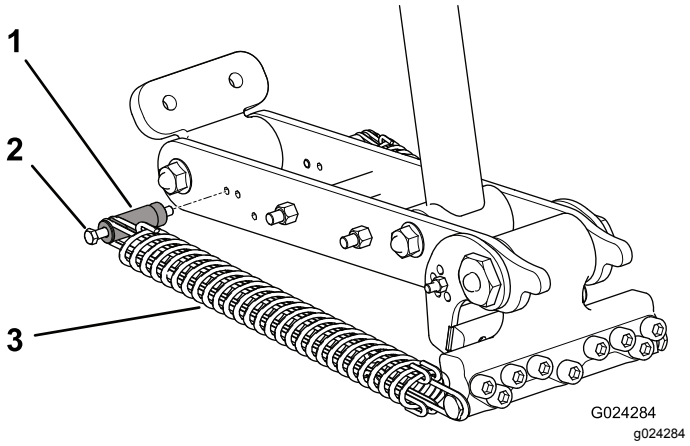
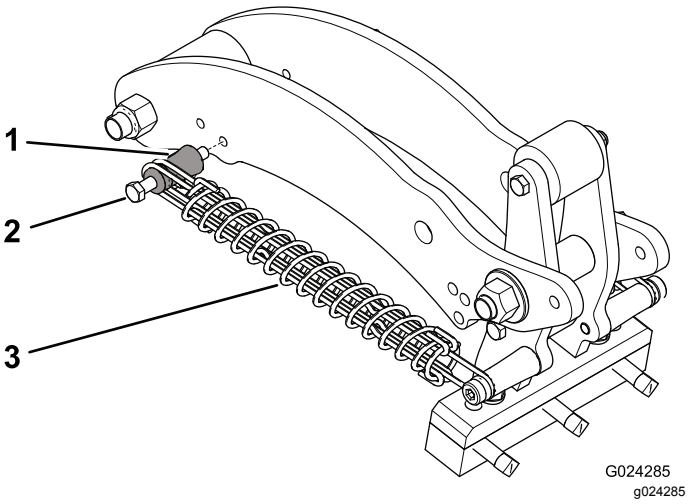

Figur 42
Figur 43
4. Ta bort muttern som låser fast skruven för fjäderns monteringshållare i länkarmen (Figur 42 eller Figur 43).
5. Ta bort bulten och monteringshållaren från länkarmen och sätt tillbaka dem i ett annat justeringshål (Figur 42 eller Figur 43).